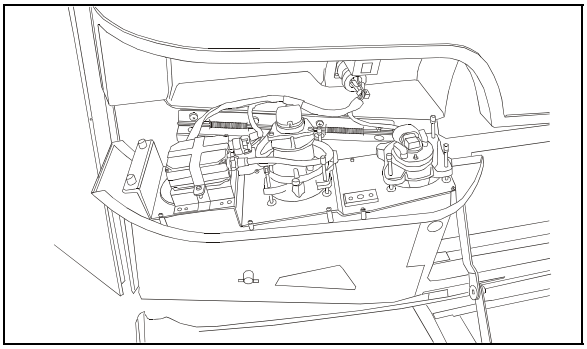

FIGURE 52 : OUVERTURE DU MODULE DES PHARES
On peut réaliser l'orientation sans ouvrir le phare. L'orientation horizontale et verticale de chaque module est effectuée par deux vis de réglage qui font pivoter le module dans le logement du phare pour un alignement correct (Figure 52). Il n'y a pas de réglage de mise au point, car le module est réglé à l'usine.
2. Retirer la vis de fixation du module des phares, puis abaisser le module des phares (Figure 52).
2. Retirer la vis de fixation du phare, puis abaisser le phare (Figure 52).